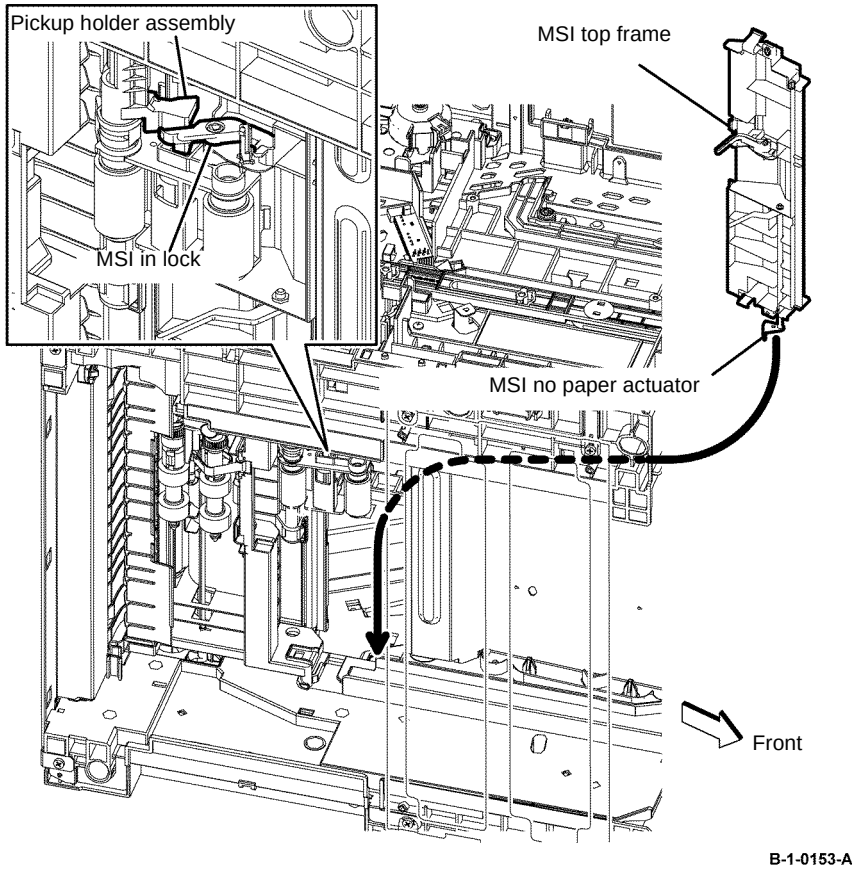

Figure 12 MSI top frame installation
7. When installing the MSI top frame, ensure the MSI no paper actuator, coupled with the MSI top frame, fits into the hole on the printer, Figure 12.